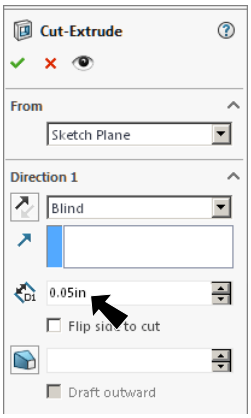

Fig. 44
Step 8. In Cut-Extrude Property Manager: under Direction 1, **Fig. 44**